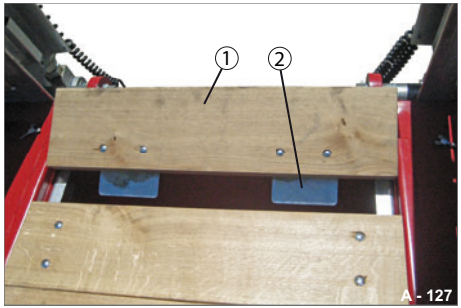

Abb. 119 Baggerstiel-Mulde öffnen
▶ Ziehen Sie die erste Holzbohle (Abb. 119/1) heraus.
- ▶ Schieben Sie als letztes die erste Holzbohle (siehe Abb. 119) ein.